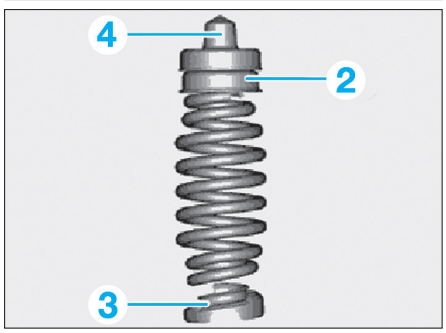

Fig. 50
- Contrôler l'état des semelles (2) et (3), les remplacer si nécessaire **(Fig.50)**.
- Déposer la coupelle de ressort (4) et la placer sur le ressort hélicoïdal avec la semelle supérieure (2).